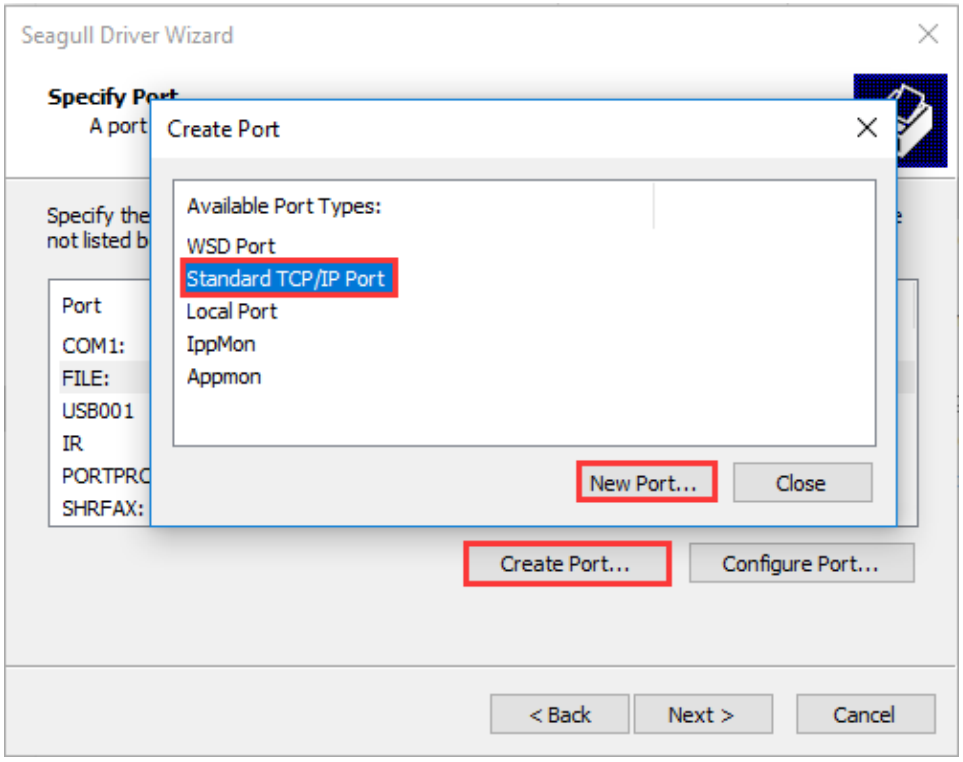

Figure 2-36 Create Port
5. On the "Specify Port" screen, click "Create Port…" to bring up "Create Port" dialog box, select "Standard TCP/IP Port" - "New Port…", as shown in Figure 2-36.